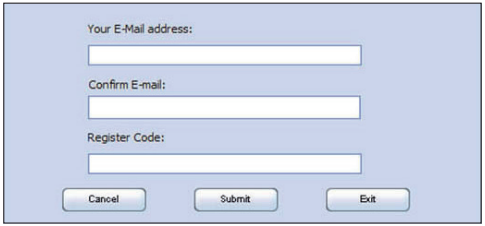

Рисунок 2
3. На рисунке 1 введите серийный номер продукта, расположенный в задней поверхности инструмента, и нажмите ‘Обновить’, чтобы перейти на страницу регистрации. Введите следующую информацию и нажмите ‘Отправить’ (см. Рисунок 2).